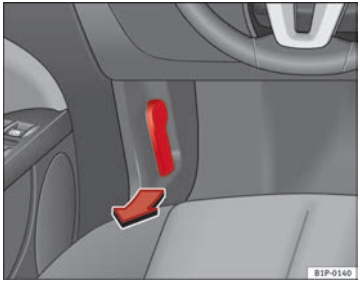

Fig. 142 Detail of foot-well area on driver side: lever for unlocking the bonnet.
– To release the bonnet, pull the lever under the dash panel ⇒ fig. 142 in the direction indicated (arrow). The bonnet will be released by a spring action ⇒ ⚠.